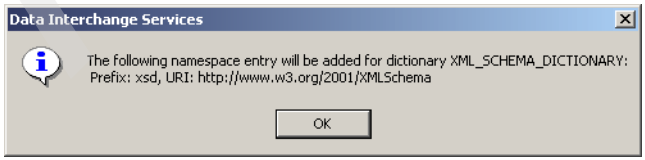

Figure 15-15 A new namespace entry will be created
7. The Data Interchange Services client informs us that a namespace entry will be created for the dictionary CUSTOM_XML (Figure 15-15). Click **OK**.